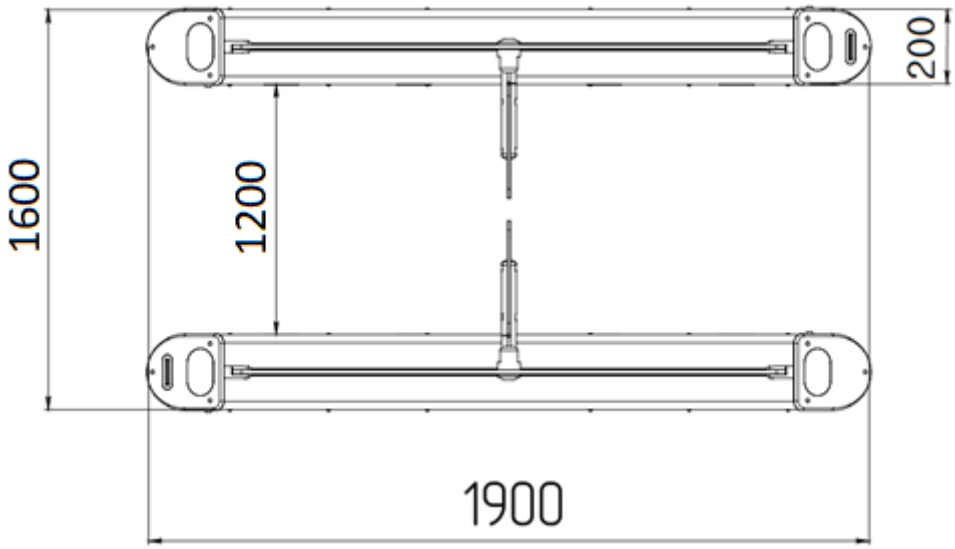

Рисунок 1 – Габаритные размеры турникета
3.3.3 Рисунок 1 – габаритные размеры турникета.